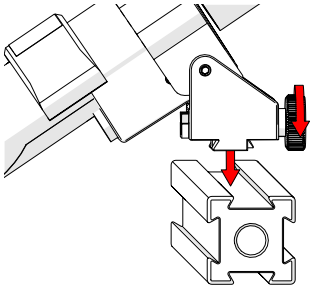

Fig. 199 - Mount on frame bar
1. Loosen the battery powered optical guide knob and mount the guide to the frame bar *(Fig. 199)*.